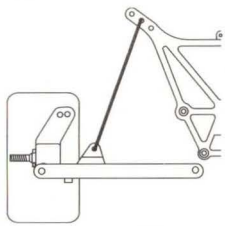

fig. 22b *Standard position.*
- The middle hole, **fig. 22b**, works best in most situations. It is the standard position.